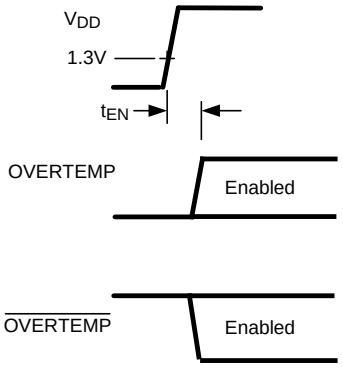
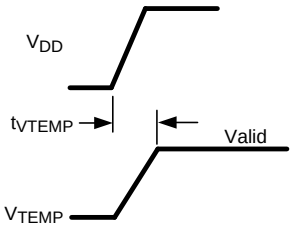

Figure 1. Definition of t_{EN}
Figure 2. Definition of t_{VTEMP}
(1) Figure 1 and Figure 2 show the definitions of t_{EN} and t_{VTEMP}.